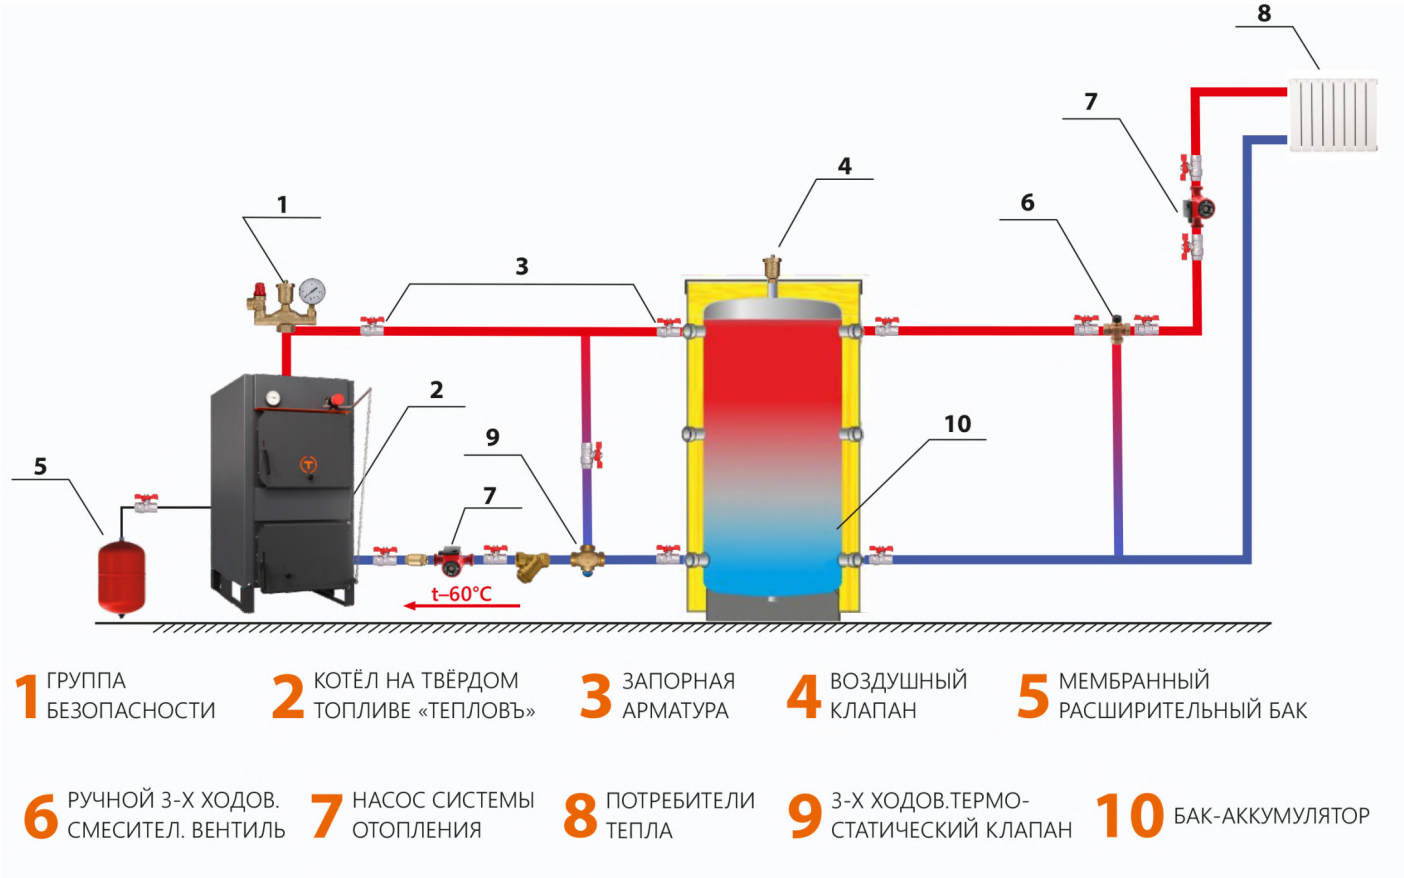

Рисунок 2. Типовая схема обвязки котла «ТЕПЛОВЪ» с баком- аккумулятором
6. Во избежание появления конденсата, что может в несколько раз сократить срок эксплуатации Котла, необходимо систему отопления монтировать по прилагаемым или аналогичным схемам, обеспечивающим температуру возвратной воды не ниже 55°С (см. рис.2,3).